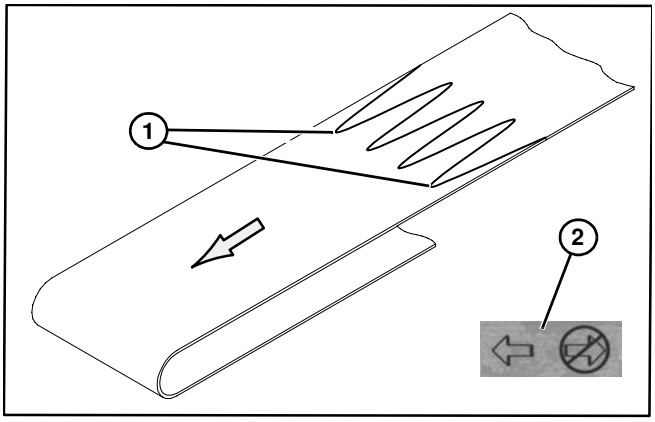

Figure 45
1. Orienter la bande de façon que les doigts de l'épissure **(Figure 45, élément 1)** pointent dans la direction de déplacement de la bande indiqué par l'étiquette **(Figure 45, élément 2)**.
2. Orienter la bande de façon que les doigts de l'épissure **(Figure 45, élément 1)** pointent dans la direction de déplacement de la bande indiqué par l'étiquette **(Figure 45, élément 2)**.